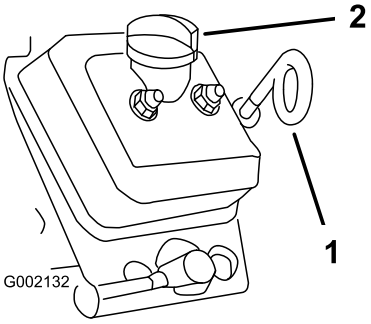

Figur 32
3. Använd en trasa och gör rent runt oljestickan och dess lock (Figur 32) så att smuts inte kan ramla ner i påfyllningsröret och skada motorn.
4. Ta ut oljestickan och torka av den (Figur 32).
5. Stick ned oljestickan i oljestickans rör och se till att den sitter ordentligt (Figur 32).
8. Sätt tillbaka påfyllningslocket (Figur 32).
9. Sätt ned oljestickan så att den sitter ordentligt (Figur 32).